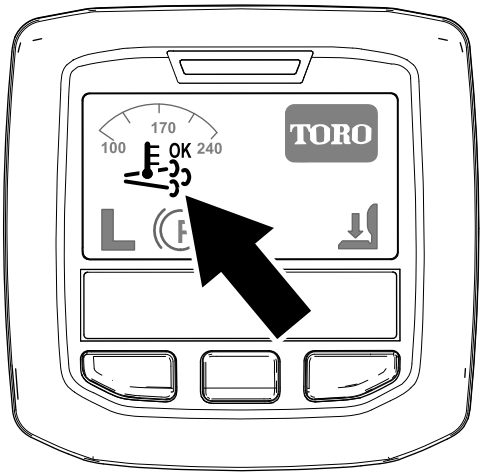

Figuur 40
- Het pictogram ondersteunde/reset regeneratie verschijnt op het InfoCenter (Figuur 40).